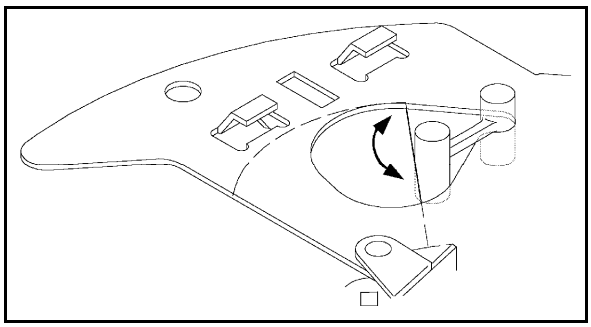

Fig. 81
+5 Increase the current offset by 5 impulses until the gauge fits exactly in the opening (Fig. 81).
-5 Reduce the current offset by 5 impulses until the gauge fits exactly in the opening (Fig. 81).